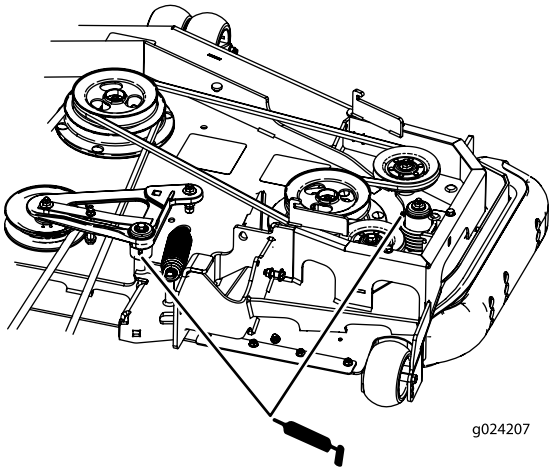

Figur 38
4. Smörj däckremmens mellandrevsarmar (Figur 38).